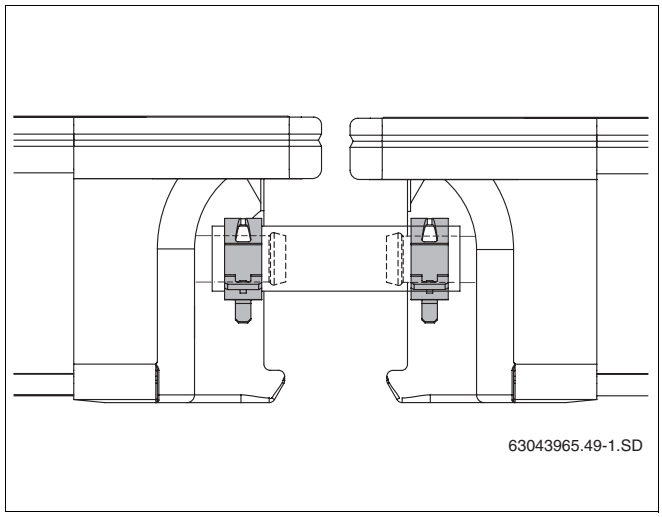

Rys. 47 Wąż instalacji solarnej zabezpieczony zaciskowymi opaskami sprężynującymi
- Wszystkie węże instalacji solarnej należy przymocować na przyłączach kolektora zaciskowymi opaskami sprężynującymi (rys. 47).